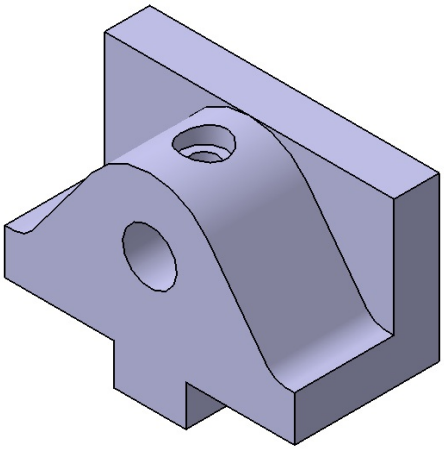
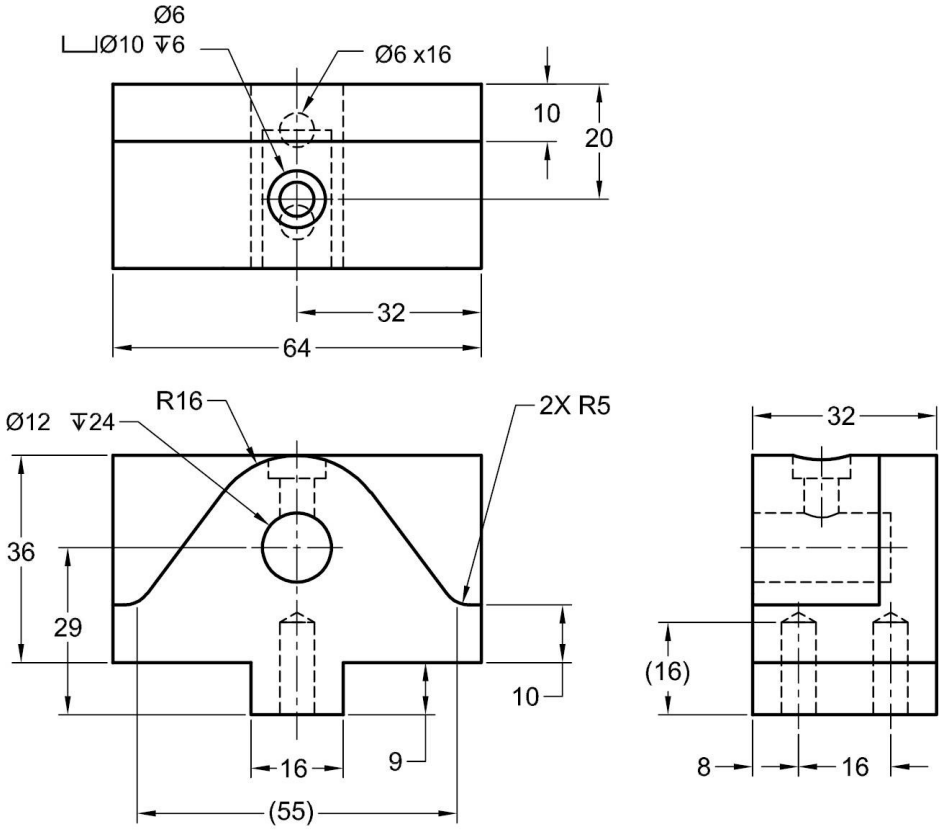
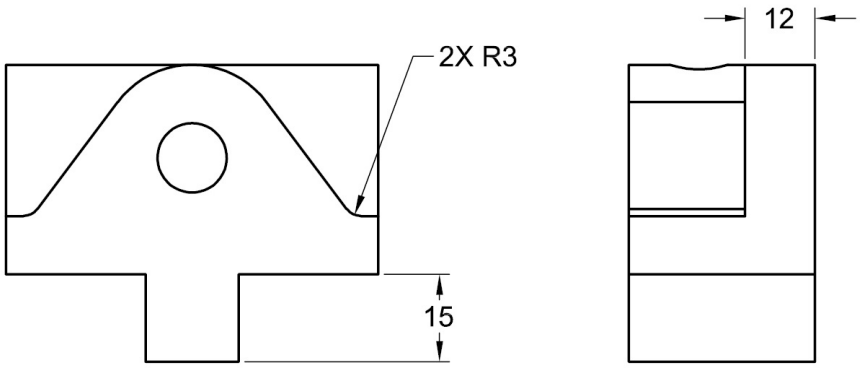
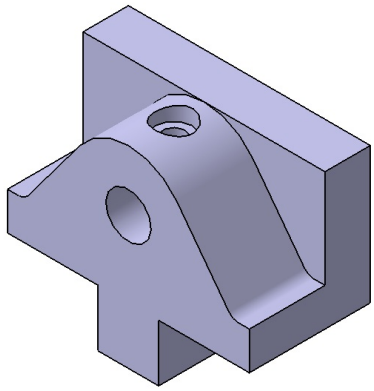

Figure 7-37 *Model of the Vice Jaw for Tutorial 2*
Figure 7-38 *Views and dimensions of the Vice Jaw for Tutorial 2*
Figure 7-39 *Dimensions of the Vice Jaw to be modified*
Figure 7-49 *The final model after modifying dimensions*
In this tutorial, you will create the model of the Vice Jaw shown in Figure 7-37. Its views and dimensions are shown in Figure 7-38. After creating this model, you will edit some of its dimensions. Figure 7-39 shows the dimensions that need to be edited. **(Expected time: 30 min)**
f. Modify the model, refer to Figure 7-49.
1. Create the other hole features of the model and the fillet feature. For dimensions, refer to Figure 7-38. Note that the holes have V-bottom. The final
6. Similarly, edit the remaining dimensions shown in Figure 7-39. The model after modification of its dimensions is shown in Figure 7-49.